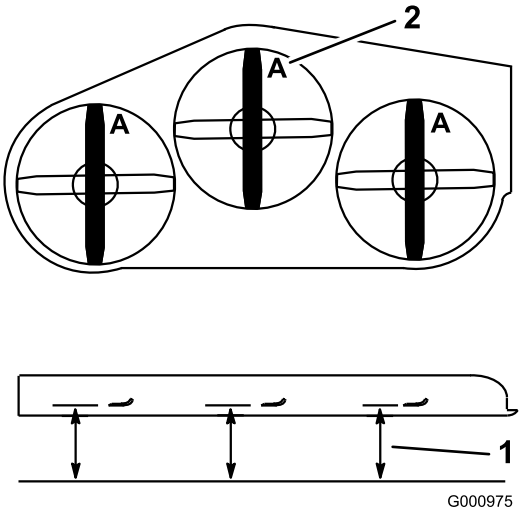

Figuur 93
3. Draai de messen totdat de uiteinden in de lengterichting liggen (Figuur 93).
4. Meet de afstand tussen een horizontaal oppervlak en de snijrand, positie **A**, van de messen (Figuur 93).